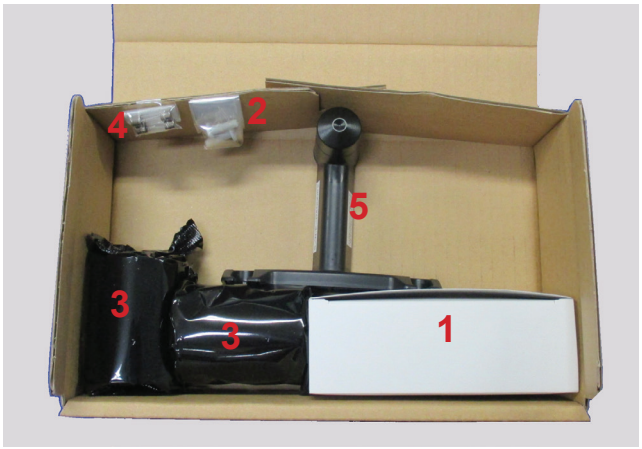
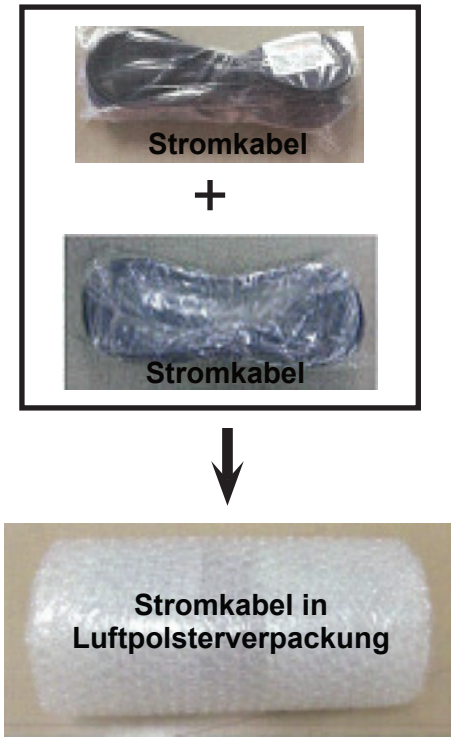

Abbildung IS-5. Zubehör
Abbildung IS-5A. Stromkabel
Die unten aufgelisteten Artikel sollten im Verpackungskarton enthalten sein: (Siehe Abbildung IS-5)
- Zubehörbox (Siehe Abbildung IS-5)
2. Stifte für Kinnauflagepapier (2) (P/N 15170-004)
3. Ersatz-Druckerpapier (2) (P/N 16290-006)
4. Ersatz-Sicherungen (2) (P/N 15170-006)
- Stromkabel: (Siehe Abbildung IS-5A)